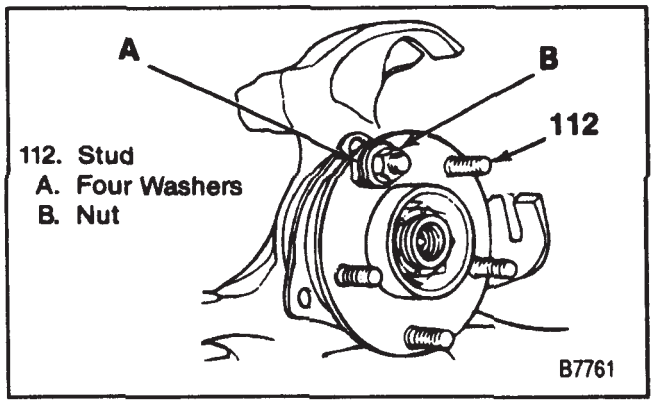

Figure 39—Installing the Wheel Studs
2. Four washers (A) and nut (B) to the stud, (figure 39).